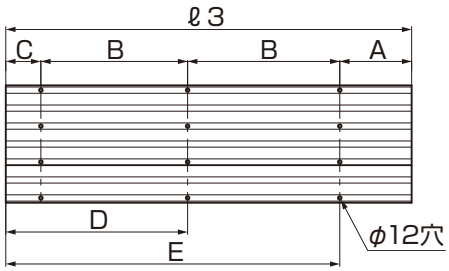

図1-15　折板上 加工位置図
①図1-14、図1-15、表1-6を参照して、折板を加工してください。